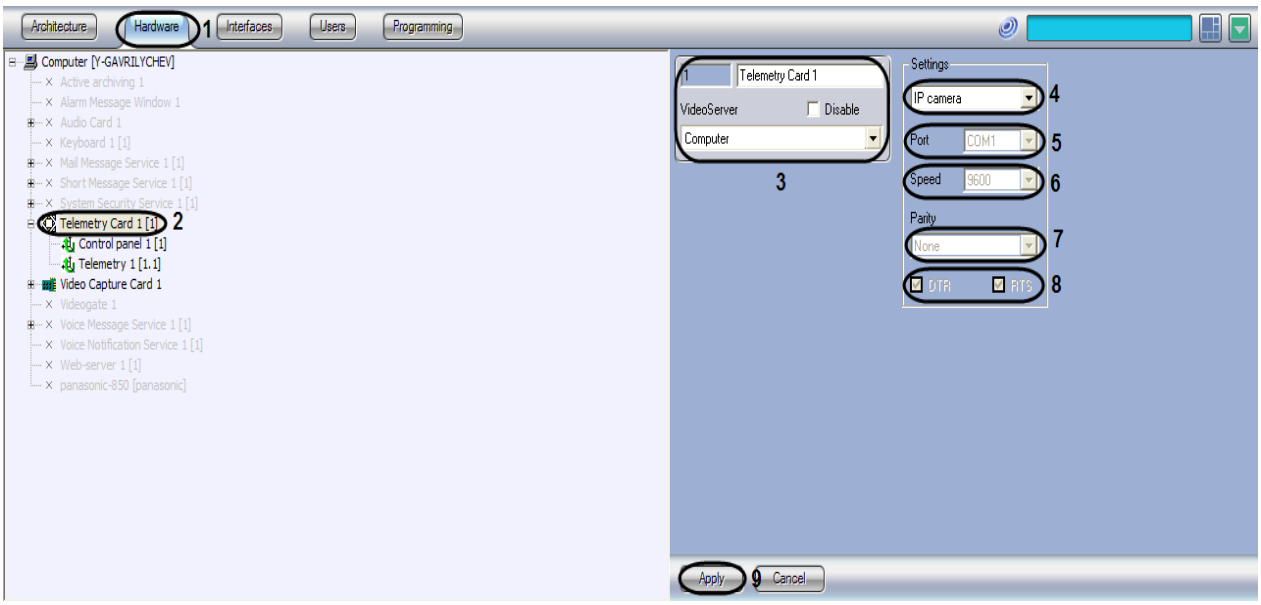

Figure 3.4—4 The setting panel of the Telemetry card object
1. Go to the **Hardware** tab in the **System settings** dialog box (Figure 3.4—4, 1).
2. Create the **Telemetry card** system object under the **Computer** object or select the corresponding object in the object tree on the **Hardware** tab in the **System settings** dialog box (Figure 3.4—4, 2).
3. When the **Telemetry card** object is created, enter the ID, the name of the object and select Server to the COM port of which the PTZ device is connected (Figure 3.4—4, 3).
4. Select the protocol of data exchange with PTZ device from the list. The data exchange protocol names in this list correspond to the PTZ types (Figure 3.4—4, 4).
5. Select the serial port (COM) number from the **Port** list (Figure 3.4—4, 5).
6. If it is necessary change the data exchange speed (Figure 3.4—4, 6).